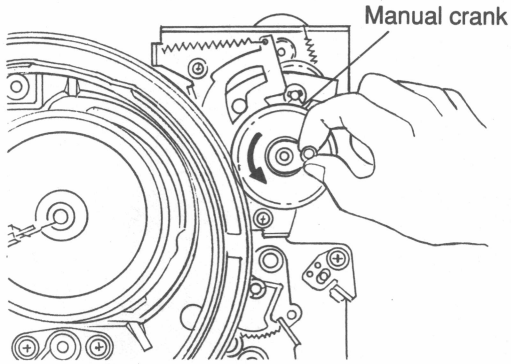

Fig.2-13-1 Manual Operation of Loading Gear
2. Turn the manual crank of a loading drive gear ass'y in the direction of the arrow as shown in Fig.2-13-1. The loading ring then rotates in the unthreading end direction and the tape slackens.